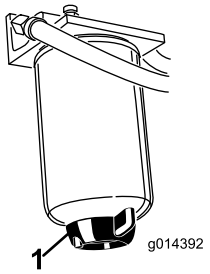

Figuur 47
Verwijder dagelijks het water of ander vuil uit de waterafscheider (Figuur 47). Vervang de filterbus om de 400 bedrijfsuren.
2. Draai de aftapplug onder de filterbus los (Figuur 47).